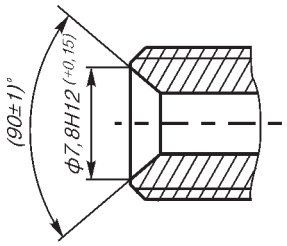

Рис.1.
* Штуцеры выполнены в соответствии с рис.1 (предназначены для подключения к пневмошлангам 01...04).